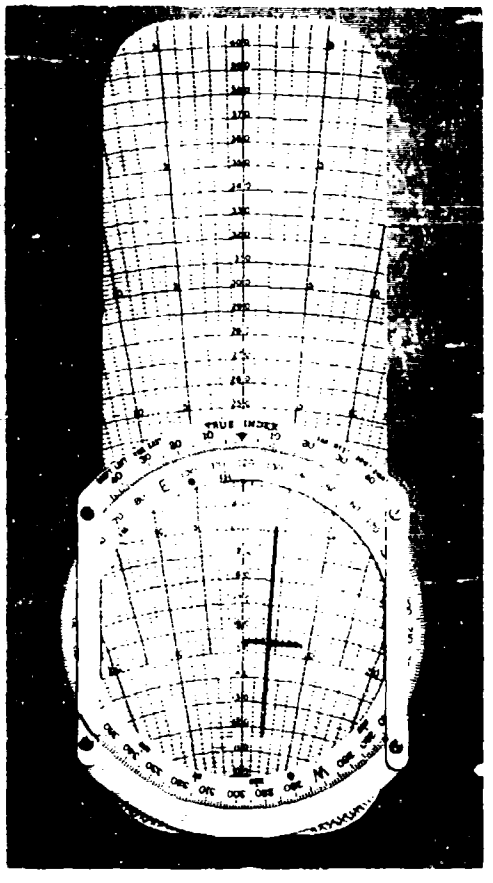

Figure 10–9. Solving for wind direction and speed
3. *Set the TAS, 225, under the grommet.* (See Figure 10–10.)
Another solution for wind, when you know the TAS and headings, is to fly a wind star. The easiest wind star is to turn 60° right or left and hold your heading until you read drift, then turn back 120° in the opposite direction for the same period of time, observing drift again, and then resume your original heading and take drift again on your original heading. Set up each of the three headings on the computer and draw a line for the drift (setting TAS under the grommet, of course). The three drift lines will intersect or form a small triangle. (See Figure 10–11.) The intersection or center of the triangle is the wind point. If the triangle is large, an error has been made. After flying a wind star, add to the ETA the amount of time flown on the first right or left leg. Retard your position on your chart by the distance at original track and ground speed for such time. You have flown two sides of an approximately equilateral triangle, and the extra distance is about equal to the third side of the triangle, as you can see from Figure 10–11. Usually three minutes on each leg is enough.